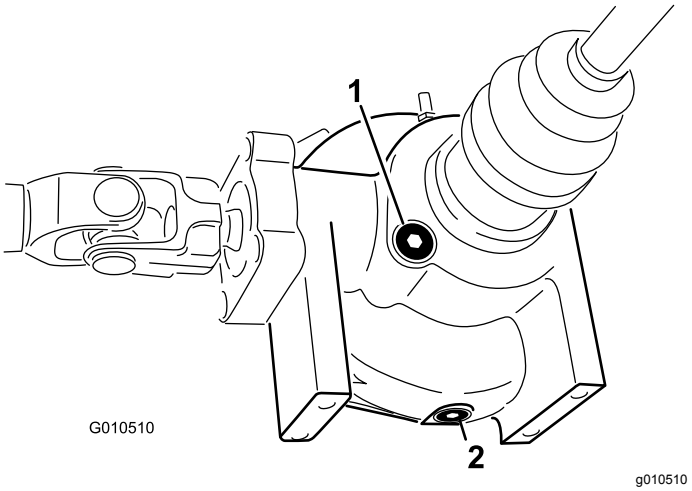

**Figur 43**
4. Rengør området omkring påfyldnings-/kontrolskruen på siden af differentialet (Figur 43).
4. Rengør området rundt om aftapningsproppen på siden af differentialet (Figur 43).